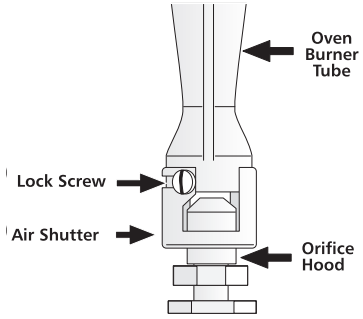

Fig. 13
b. If adjustment to the air shutter is necessary, locate the broiler burner air shutter (See Fig. 13), loosen shutter lock screw, and adjust to obtain optimum flame. This will normally be completely open for LP/Propane gas. If the flame is yellow in color, increase the air shutter opening size. If the flame is a distinct blue, but lifting away from the burner, reduce the air shutter opening size. Tighten the shutter set screw.